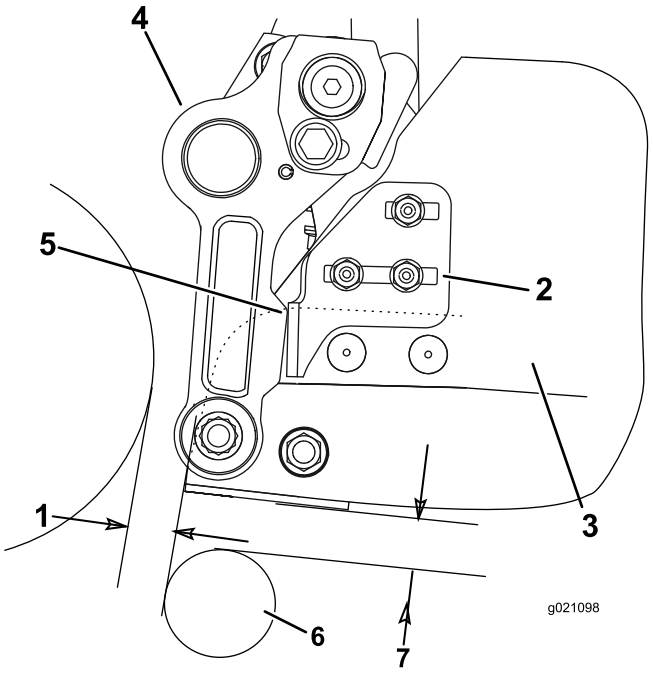

図 10
- バスケットの左右各側で、ブラケットストップ・ブラケットをバスケットに固定しているキャリッジボルトのナットをゆるめる（図 10）。
- バスケットの位置を調整する；カッティングユニットに対してバスケットが平行であり、リールからバスケットのリップまでの距離が少なくとも 6 mm あるように調整する（図 10）。